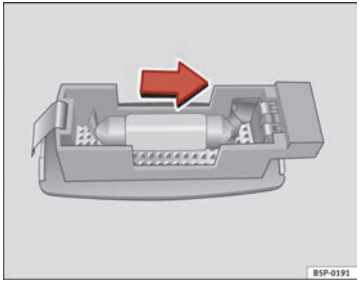

Fig. 202 Smontaggio della luce dell'aletta parasole
– Estrarre con cautela il coprifanale utilizzando il cacciavite dal lato piatto, come indicato nella figura ⇒ fig. 202.
– Rimuovere la lampadina, muovendola verso l'esterno nel senso della freccia ⇒ fig. 202. ■